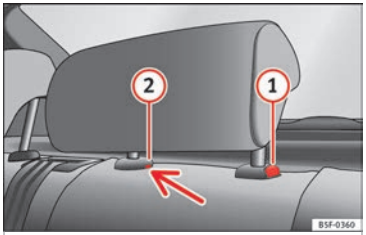

Fig. 143 Rear centre head restraint: release point.
– To set the head restraint lower down, press the (1) ››› **Fig. 143** button and move it downwards.
– Press button (1) ››› **Fig. 143**, while simultaneously pressing on the security hole (2) ››› **Fig. 143** with a flat screwdriver a maximum of 5 mm wide, and remove the head restraint.